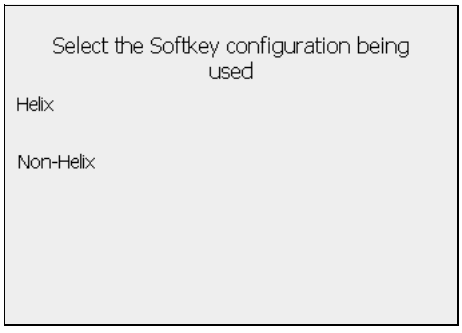

Figure 13-12 Select SoftKey Configuration Screen
4. After you make a selection the screen shown in Figure 13-12 is displayed. If this is a Helix™ fuel dispenser press SoftKey #1 to select **Helix**. Otherwise press SoftKey #2 to select **Non-Helix**.